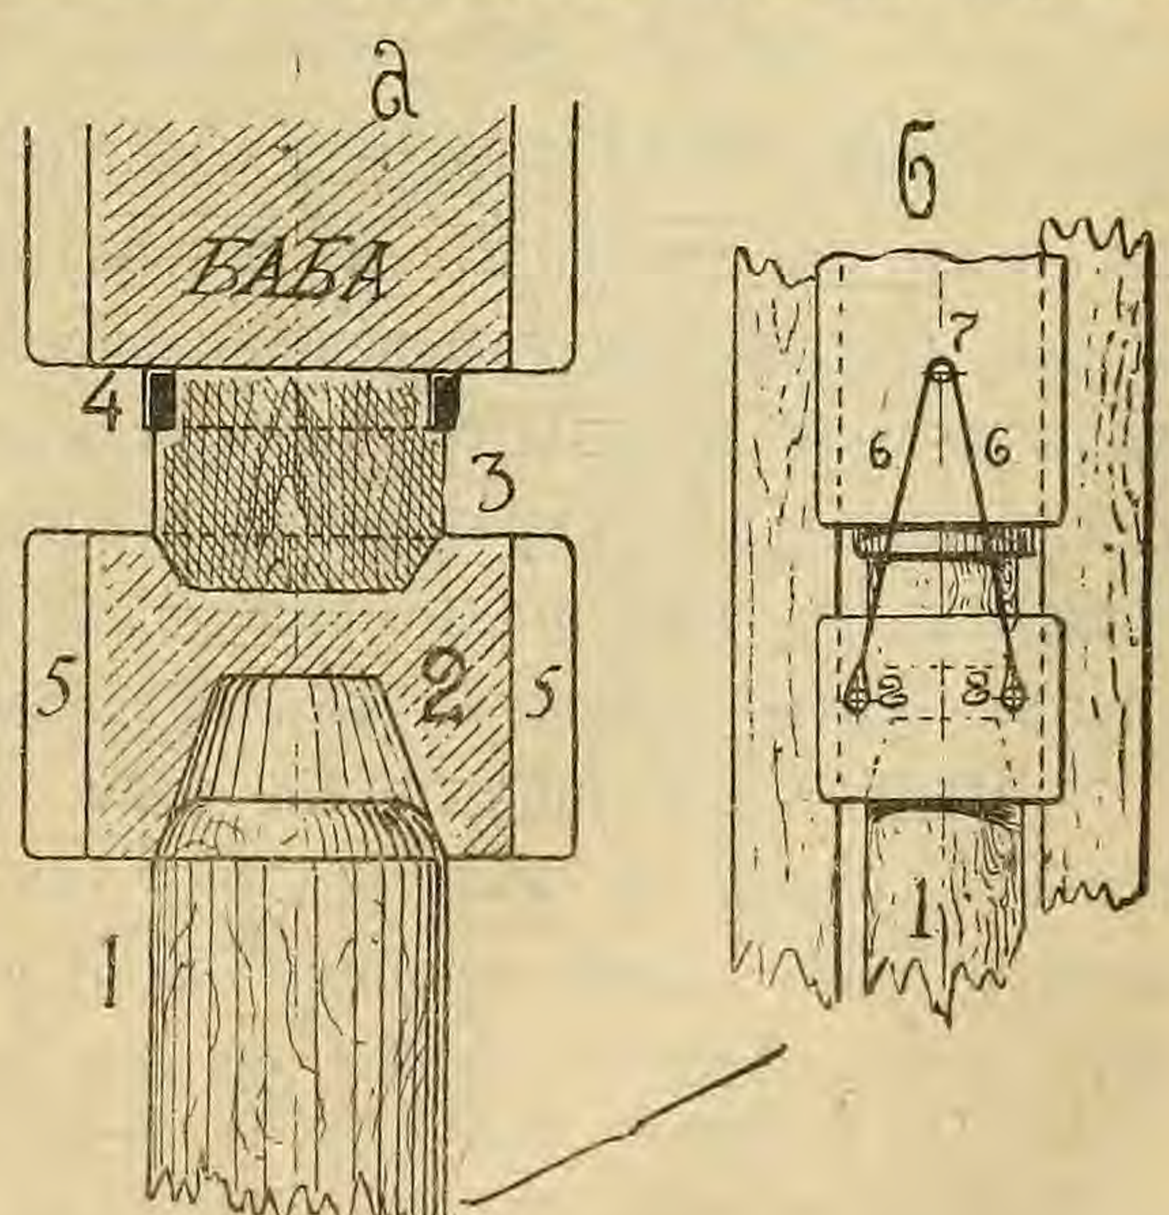

Рис. 729.
Более действительную и более дешевую защиту головы деревянной сваи против размочаливания и раскалывания дает особый *наголовник* на сваю (рис. 729); он
По окончании забивки наголовник, плотно надевшийся на сваю, снимается вместе с подъемом бабы при помощи веревок (6) (рис. 729, *б*), для чего как на бабе, так и на наголовнике имеются крючки (7,8).